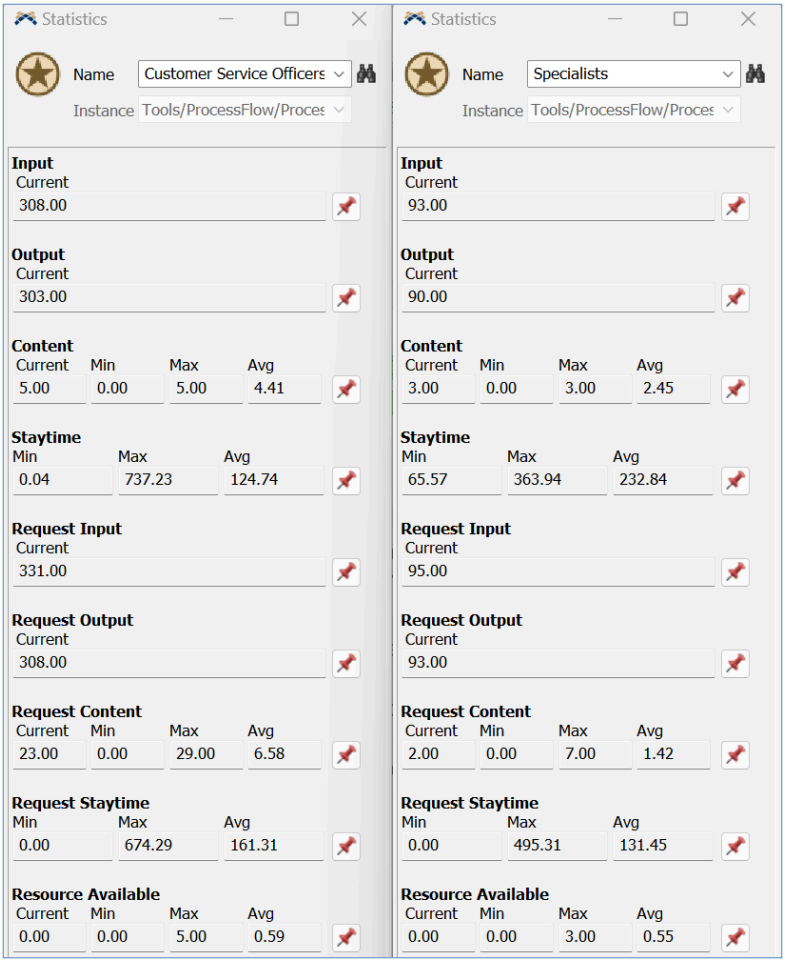

Figure 6c: Statistics of Work Station and QC Station
**Q12c.** Figure 6c shows the statistics for Customer Service Officers and Specialists at the end of a simulation run.